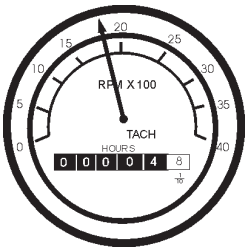

**Figura 54. Tacómetro del motor**
17. El ***tacómetro*** (Figura 54) indicará la velocidad del motor cuando el generador está operando. Bajo condiciones de operación normal está velocidad es de aproximadamente 1800 RPM.